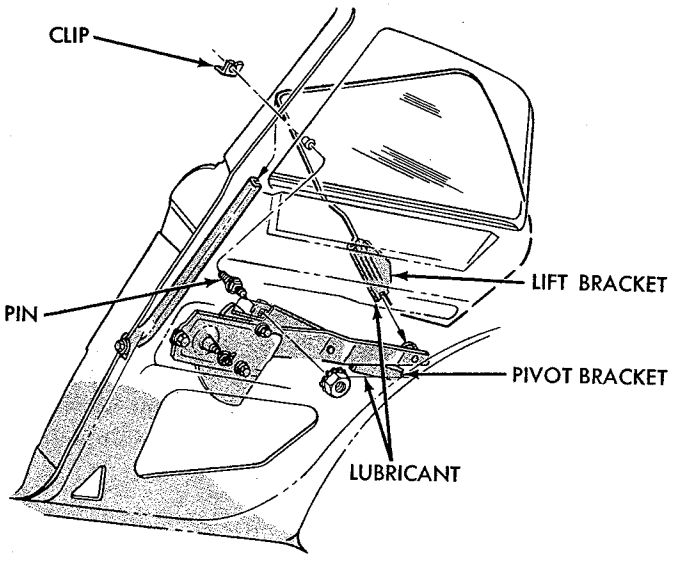

*Fig. 159—Quarter Window Replacement—Sedan*
(1) Lower glass and reaching through front access opening, remove clip from regulator arm stud pin (Fig. 159).
(2) Pull regulator arm stud out of bushing.
(3) Push up on front of glass while holding arm stud pin, until front of glass is clear of stud.
(4) Raise and rotate front of glass until lift arm bracket clears regulator arm stud.
(5) Pull glass up and out.